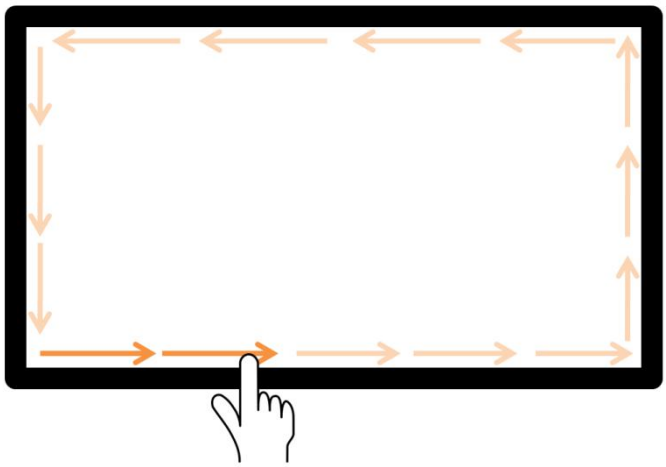

Figure 29 Tracing your finger along the touch frame
c) To collect comprehensive data about all of the signal emitters and receivers, please place a finger (or a stylus) on the inner rim of the touch frame and slowly glide it along each of the edges in turns to make a complete cycle, as illustrated in Figure 29.